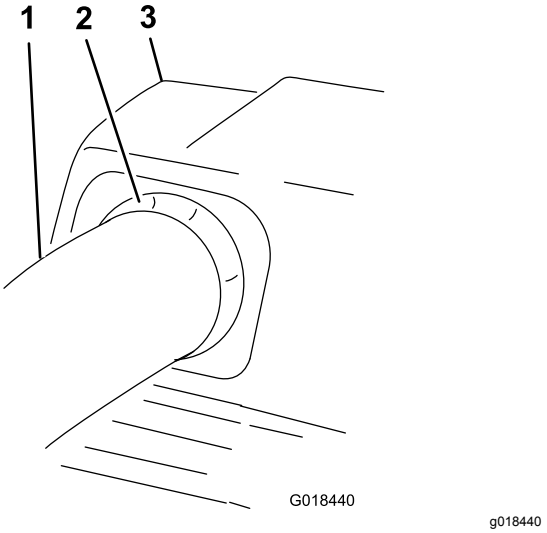

Figur 29
11. Træk det øverste rør en anelse ud, så pakningen stikker ud og henover det nederste rør (Figur 29).
20. Træk det øverste rør en anelse ud, så pakningen stikker ud og henover blæserenheden (Figur 29).